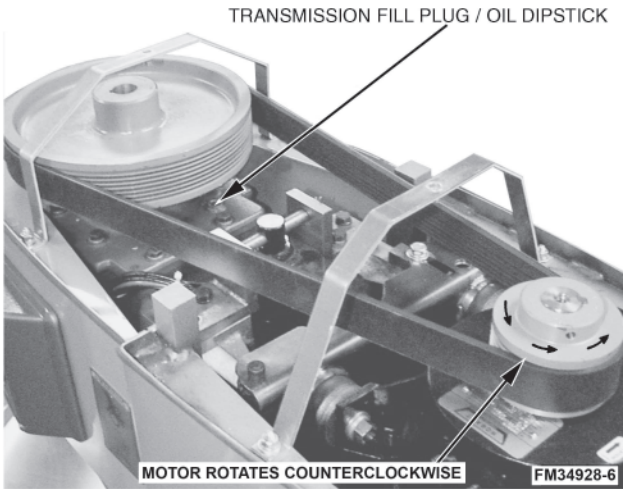

**Fig. 2**
This mixer is shipped with oil in the transmission. Check oil level before starting mixer (Fig. 2). Refer to Lubrication on page 23 for applicable lubrication procedures.
3. Verify that the motor is turning counterclockwise (Fig. 2). If not, reverse any two lead wires.